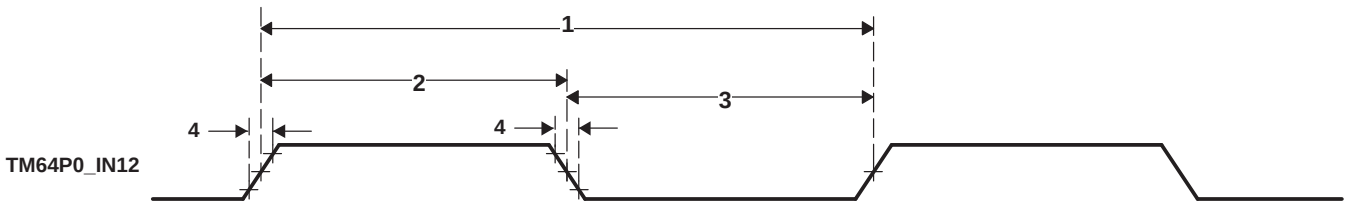

Figure 5-82. Timer Timing
Table 5-133. Timing Requirements for Timer Input(1) (2) (see Figure 5-82)